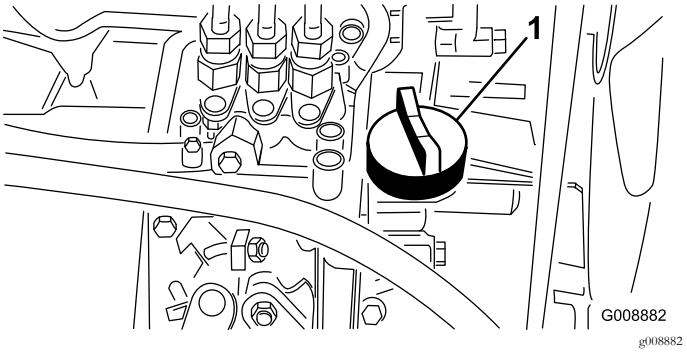

Figur 38
4. Om oljenivån är låg tar du bort oljepåfyllningslocket (Figur 38) och tillsätter gradvis små mängder olja samtidigt som du kontrollerar nivån, tills nivån når märket FULL på oljestickan.